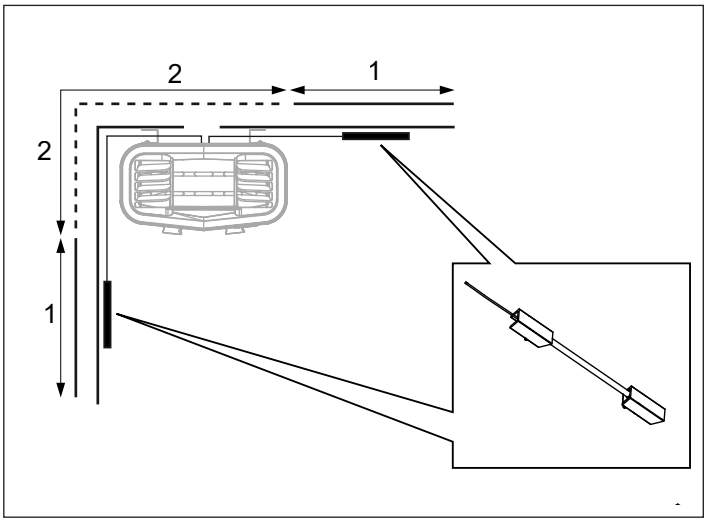

Figure 11 : positionnement du capteur de température
7. Emplacement du support du capteur de température au mur (voir Figure 11). Optez pour la position 1, si possible. La position 2 réduit la température du sauna.